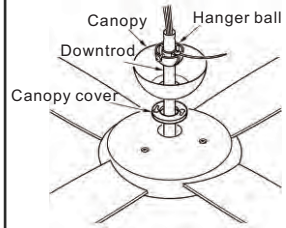

Fig.12
Paso 6: Introduzca los cables a través de la carcasa del dosel, el dosel y la bola colgante. (Fig.12)
Paso 1. Quite 1 de los 2 tornillos de la parte inferior del soporte de suspensión y afloje el otro una media vuelta de la cabeza del tornillo. (Fig. 12)